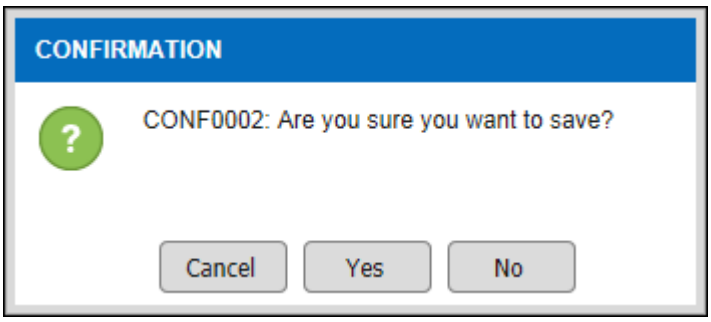

Figure 3.4-7 Record Alert Message
- *After clicking save, an alert message will be displayed as per Figure 3.4-7, click on the Yes button to confirm saving of the record.*